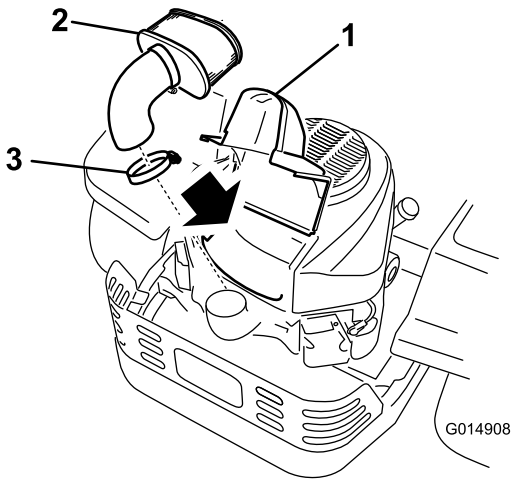

Figur 34
3. Gör rent omkring luftrenarkåpan så att inte smuts hamnar i motorn och orsakar skador. Lyft bort kåpan och ta bort slangklämmorna som fäster luftrenaren på motorn (Figur 34).
4. Lossa slangklämman och ta bort pappersinsatsen (Figur 34).